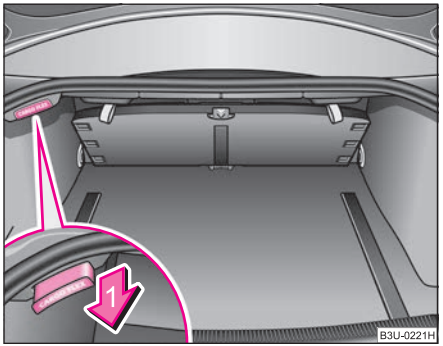
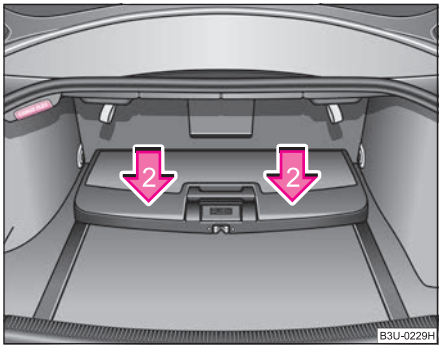

Fig. 79 Folding box: Transport position
Fig. 80 Folding box: ready position
You can transport the folding box in two different positions - in the transport position against the partition ⇒ fig. 79 of the luggage compartment, or in the ready position lowered onto the floor of the luggage compartment ⇒ fig. 80.
– Pull the snap handle in direction of arrow **1** ⇒ fig. 79. The folding box is lowered to just above the floor of the luggage compartment.
– Press the folding box at the arrow positions **2** ⇒ fig. 80 onto the floor of the luggage compartment until it locks in place. If correctly locked, the snap handle moves back into its initial position (the top red surface of the handle is not visible).
– Pull the snap handle in direction of arrow **1** ⇒ fig. 79. The folding box is raised up from the luggage compartment floor.
- Before you lower the folding box **B** into the ready position ⇒ page 91, fig. 80, it is necessary to remove the net*, in order to avoid net damage. ■